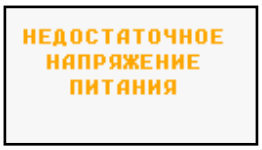

Рисунок 1 – Сообщение о недостаточном напряжении электропитания
4.5.3 При низком уровне заряда (суммарное напряжение всех элементов электропитания составляет менее 3,65 В) на дисплее отображается сообщение о недостаточном напряжении электропитания (рисунок 1).